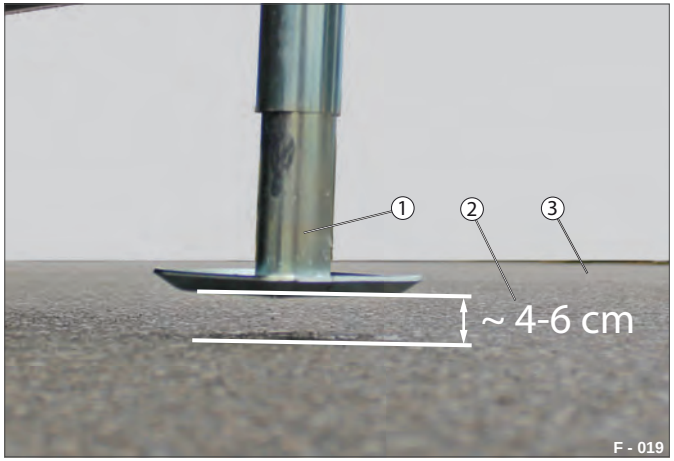

Fig. 22 Mellemrum ved belæsning
▶ Kør støttebenene ned, så der fortsat er et mellemrum (Fig. 22 /2) på **~ 4-6 cm** imellem underlaget (Fig. 22 /3) og støttefoden (Fig. 22 /1).